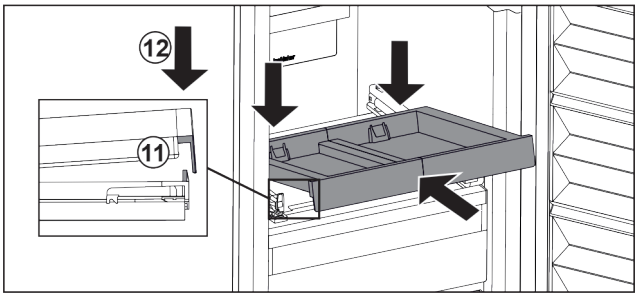

*Fig. 173*
▶ Inserați-l oblic. Aveți în vedere ca opritorul să fie în spatele lamelei pe ambele părți. *Fig. 173 (11)*
▶ Depuneți raftul extractibil în față. *Fig. 173 (12)*